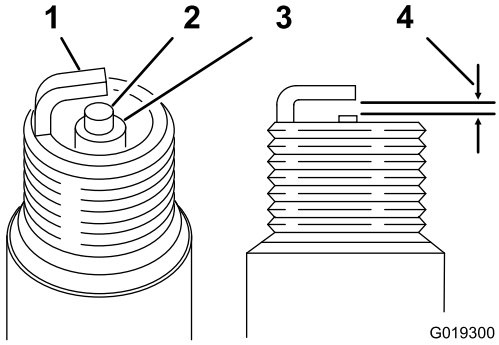

Figur 28
3. Sørg for, at gnistgabet er indstillet korrekt (Figur 28).